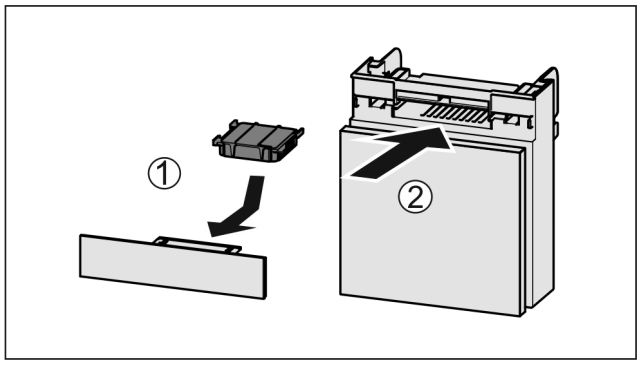

Fig. 133
▶ Actiefkoolfilter overeenkomstig afbeelding aanbrengen *Fig. 133 (1)*.
▶ Lade erin schuiven *Fig. 133 (2)*.